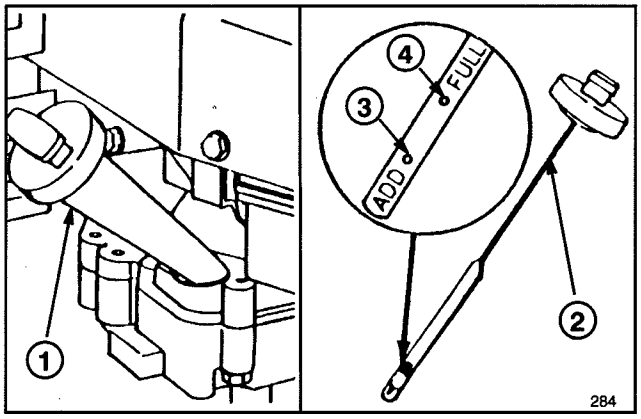

Figure 7
Avant chaque usage, s'assurer que le niveau d'huile se situe entre les repères ADD et FULL (fig. 7). Ajouter de l'huile suivant les besoins.
3. Essuyer la jauge et l'insérer dans le tube de remplissage. Faire tourner le bouchon d'1/4 de tour. Retirer à nouveau la jauge et vérifier le niveau d'huile (fig. 7). Si ce niveau est insuffisant, ajouter juste assez d'huile pour que celui-ci atteigne le repère FULL sur la jauge. **NE PAS REMPLIR AU DELÀ DU REPÈRE "FULL." CECI RISQUERAIT D'ENDOMMAGER LE MOTEUR AU COURS DU DÉMARRAGE. VERSER L'HUILE LENTEMENT.**
1. VÉRIFIER LE NIVEAU D'HUILE—Maintenir le niveau d'huile entre les repères ADD et FULL sur la jauge (fig. 7).
2. TONTE ET ENSACHEMENT—Les meilleurs résultats sont obtenus en coupant seulement environ 1/3 de la hauteur d'herbe. Pour tondre des herbes hautes, régler sur la hauteur de coupe la plus haute (E) pour le premier passage de la tondeuse. Repasser ensuite à un réglage plus normal. Si l'herbe coupée est trop haute, la tondeuse peut se bloquer, ce qui fait caler le moteur.